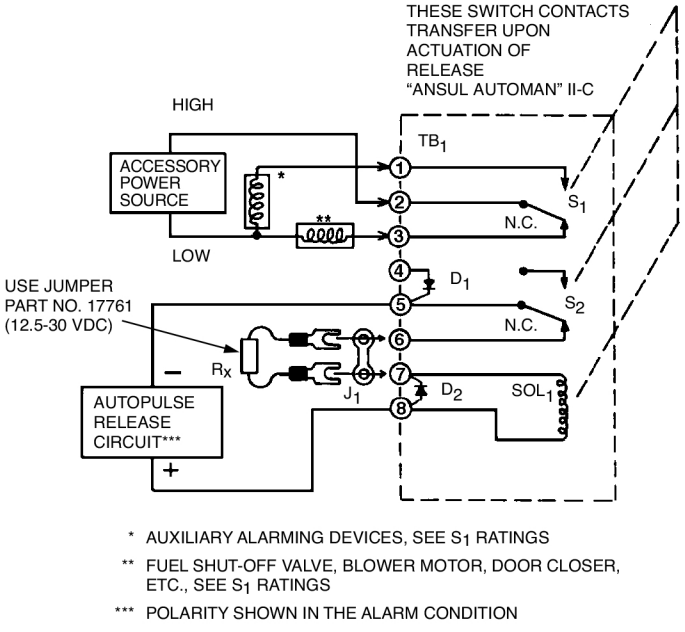

FIGURE 10
3. Complete wiring required between the AUTOPULSE control panel and the ANSUL AUTOMAN II-C release. See Figure 10.